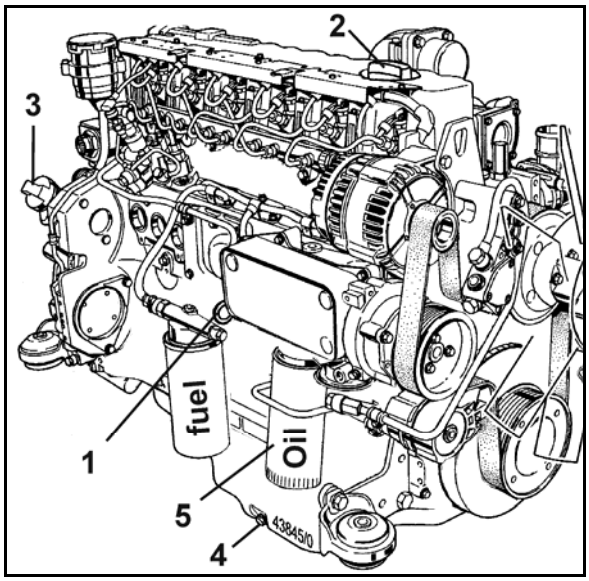

Rys. 143
2. Poluzować i odkręcić wkład filtra oleju smarującego (Rys. 143/5) za pomocą dostępnego w sklepach narzędzia.